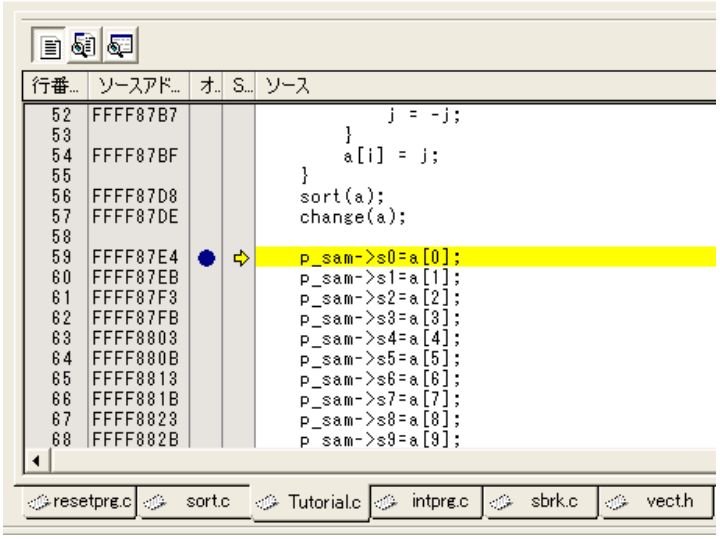

図 4.62　ブレークポイントの設定
(4) プログラムを停止するため、図 4.62のように、Tutorial.cの 59 行目の「p_sam->s0=a[0];」の処理が記述されている部分にオンチップブレーク設定をします。ブレークポイントの設定方法に関しては、「4.10　ブレーク機能」を参照して下さい。